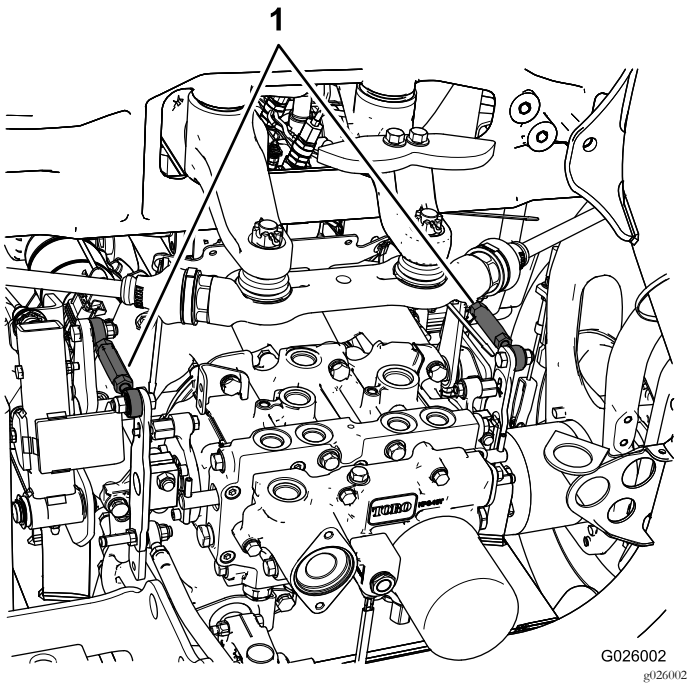

図 9
- 左後タイヤが回転している場合には、左側トランスミッション・コントロールロッドのジャムナットをゆるめる図 9。